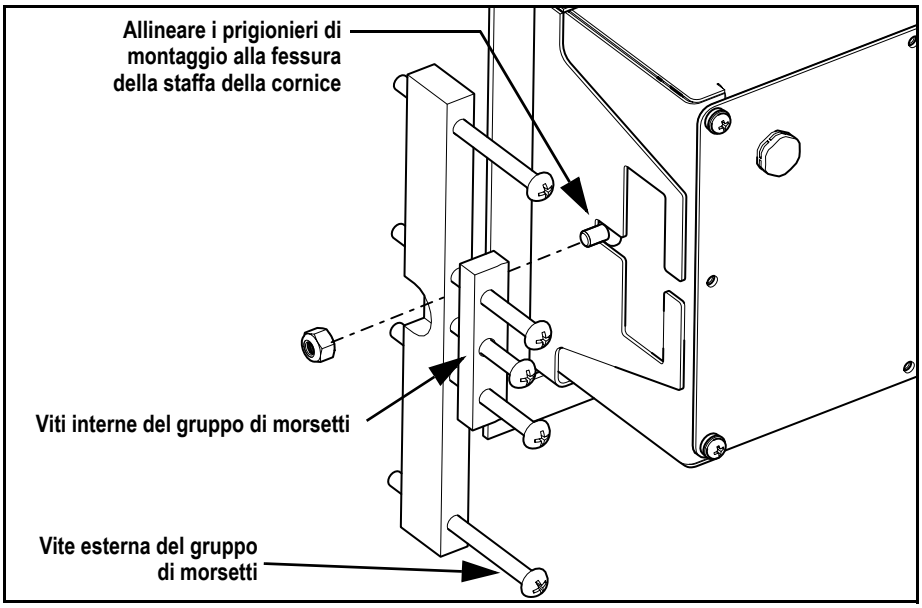

Figura 4. Installazione dell'indicatore
10. Serrare le viti interne del gruppo di morsetti (vedere Figura 4), inserendo la barra del morsetto nella staffa della cornice, fino a premere saldamente l'indicatore contro la guarnizione della cornice interna.